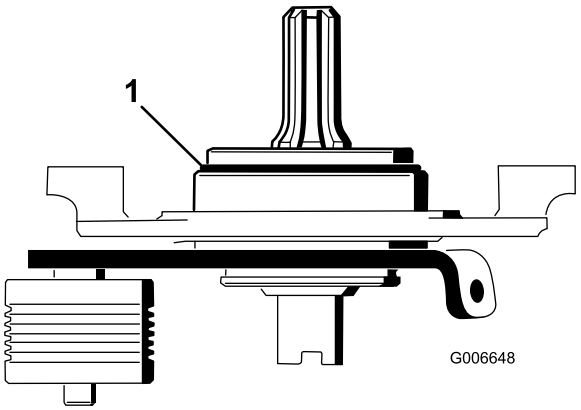

Bild 23
22. Entfernen Sie mit einem 3/8-16 Gewindebohrer die Farbe in den äußeren Befestigungslöchern der linken und rechten Seitenplatte (Bild 23).
Wichtig: Stellen Sie sicher, dass der O-Ring richtig auf der Drehnabe sitzt (Bild 23).